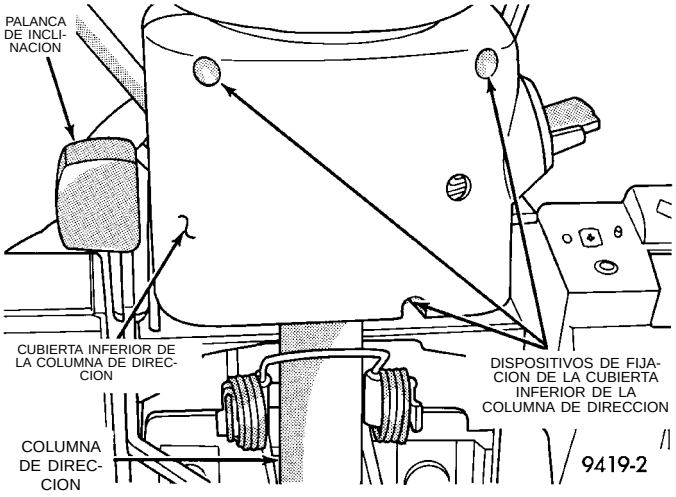
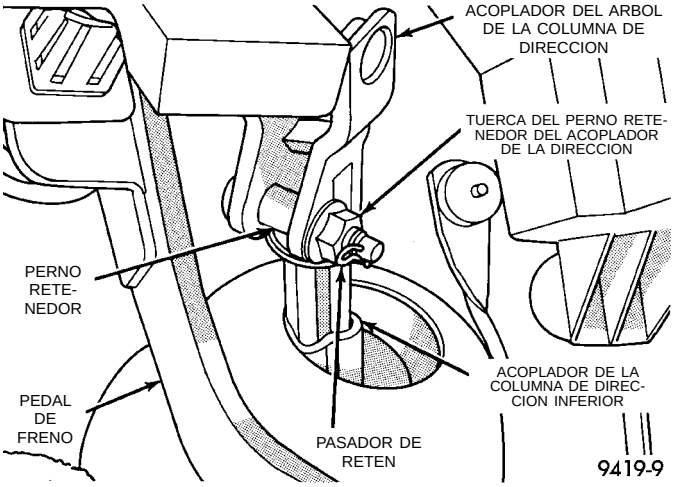
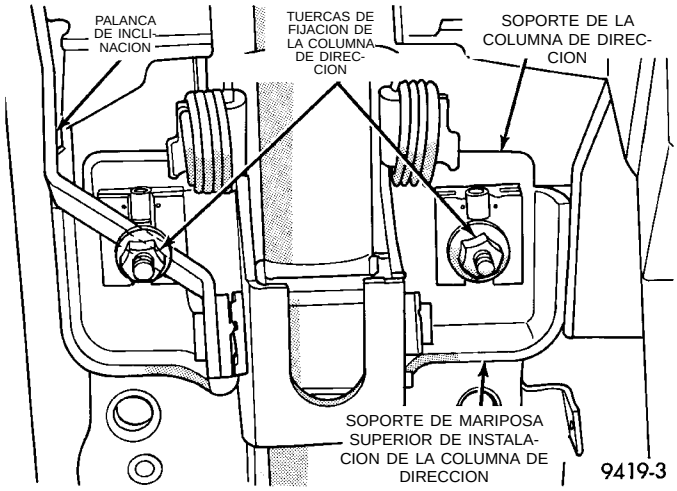
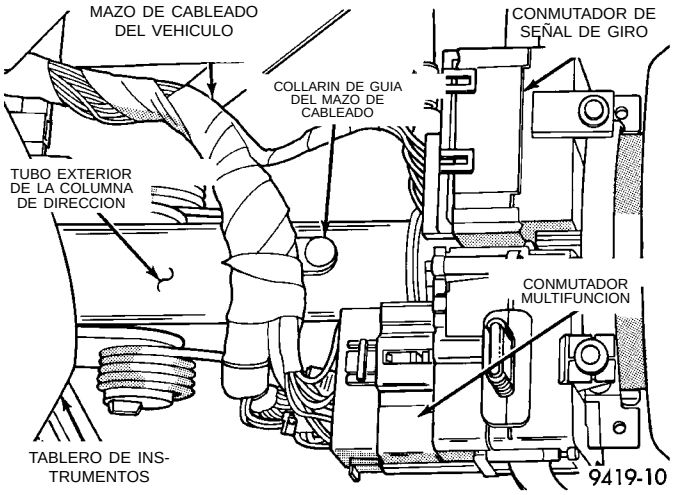

Fig. 15 Cubiertas inferior y superior de la columna de dirección
Fig. 16 Desensamblaje del acoplador de la columna de dirección superior e inferior
Fig. 17 Tornillos de fijación del soporte superior de la columna de dirección
Fig. 18 Conexiones de cableado de la columna de dirección
(15) Retire los 3 tornillos que fijan las cubiertas superior e inferior a la columna de dirección (Fig. 15). En primer lugar, retire la cubierta inferior de la columna de dirección y después desenganche la palanca de inclinación e incline la columna de dirección hasta su punto inferior. A continuación, retire la cubierta superior de la columna de dirección.
(16) Retire el pasador de retención en el perno retenedor del acoplador superior al inferior de la columna de dirección (Fig. 16).
(17) Afloje la tuerca de retén del perno retenedor del acoplador superior al inferior de la columna de dirección y retire el perno retenedor (Fig. 16) del acoplador de la dirección. **(La tuerca del perno retenedor está encastrada en el acoplador y no puede retirarse.)** Luego separe el acoplador de la dirección superior del eje del acoplador de la dirección inferior.
(18) Retire las 4 tuercas que fijan el soporte de instalación inferior de la columna de dirección al soporte de instalación de la carrocería para la columna de dirección.
(19) Retire las 2 tuercas que fijan el soporte de mariposa superior del conjunto de la columna de dirección al soporte (Fig. 17).
(20) Baje el conjunto de la columna de dirección por la abertura de acceso de la columna en la parte inferior del tablero de instrumentos.
(21) Retire el collarín guía (Fig. 18) que sujeta el mazo de cableado al tubo de la columna de dirección. Después retire los conectores del mazo de cableado del conmutador multifunción y el conmutador del limpiaparabrisas (Fig. 18).
(3) Instale los conectores del mazo de cableado del vehículo en el conmutador multifunción y conmutador de señal de giro (Fig. 18) en el conjunto de la columna de dirección. Instale el collarín guía (Fig. 18) que sujeta el mazo de cableado al tubo de la columna de dirección.
(4) Instale los espárragos del soporte superior de la columna de dirección en las ranuras de las cápsulas de plástico situadas en el soporte superior de la columna de dirección (Fig. 17). Instale parcialmente las dos tuercas que sujetan el soporte de instalación del conjunto de la columna de dirección al soporte (Fig. 17). **No apriete las tuercas de instalación en este momento.**
(5) Alinee los orificios de los pernos del soporte de instalación inferior de la columna de dirección con los orificios roscados del soporte de instalación de la carrocería para la columna de dirección. Instale y apriete ligeramente los pernos del soporte de instalación inferior de la columna de dirección.
(6) Instale las cubiertas superior e inferior de la columna de dirección en la caja de cierre del conjunto de la columna de dirección. Instale y apriete con firmeza los 3 tornillos de fijación que sujetan las cubiertas inferior y superior a la caja de cierre (Fig. 15).
(7) Asegúrese de que ambas cápsulas de ruptura permanezcan bien asentadas en las ranuras del soporte de instalación superior de la columna de dirección. Apriete con fuerza ambas tuercas de instalación de la columna de dirección, hasta que el soporte de instalación superior de la columna de dirección esté asentado contra el soporte. Entonces apriete las 2 tuercas del soporte de instalación superior de la columna de dirección con una torsión 17 N·m (150 lbs. pulg.).
(8) Apriete las tuercas del soporte de instalación inferior de la columna de dirección (2) con una torsión de 17 N·m (150 lbs. pulg.).
(9) Ensamble el acoplador flexible de la columna de dirección en el acoplador intermedio de la dirección (Fig. 16). Instale el perno retenedor del acoplador de la dirección. Apriete la tuerca del perno retenedor con una torsión de 28 N·m (250 lbs. pulg.). **Asegúrese de instalar el pasador de retén del perno retenedor del acoplador de dirección superior e inferior (Fig. 16).**